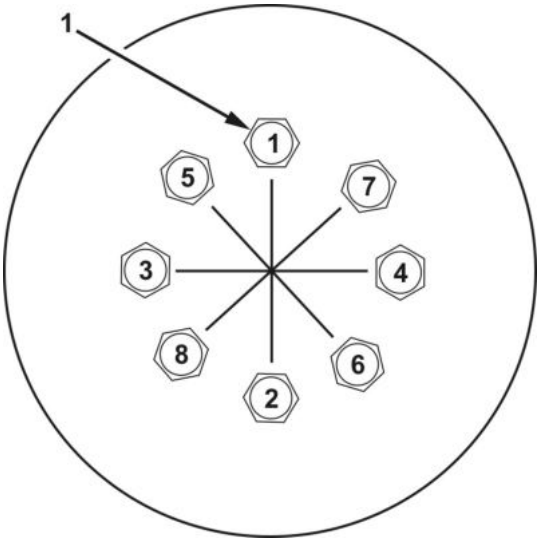

Figure 8. Lug Nut Tightening Sequence.
3. Tighten eight lug nuts (Figure 8, Item 1) in sequence.